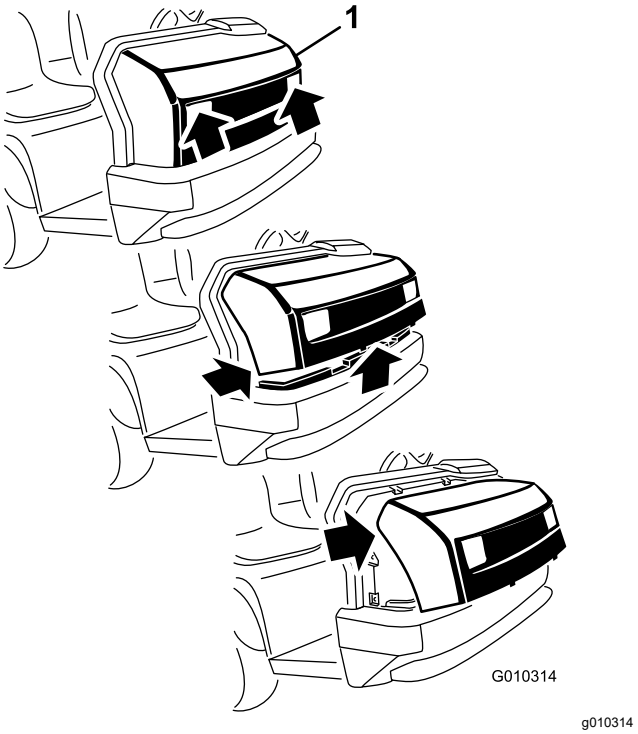

**Figura 28**
1. Sujete el capó por los orificios de los faros y levántelo para poder liberar las pestañas de montaje inferiores de las ranuras del bastidor (Figura 28).
2. Gire hacia arriba la parte inferior del capó hasta que pueda retirar las pestañas de montaje superiores de las ranuras del bastidor (Figura 28).
3. Gire hacia adelante la parte superior del capó y desenchufe los conectores de los cables de los faros (Figura 28).
2. Introduzca las pestañas de montaje superiores en las ranuras del bastidor (Figura 28).
3. Introduzca las pestañas de montaje inferiores en las ranuras del bastidor (Figura 28).